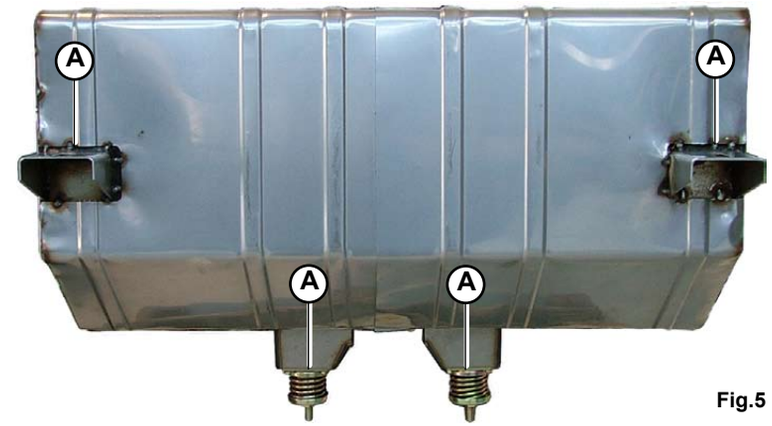

Fig.5
1. Remove the 4 supports (**A-Fig. 5**) securing the silencer to the chassis.